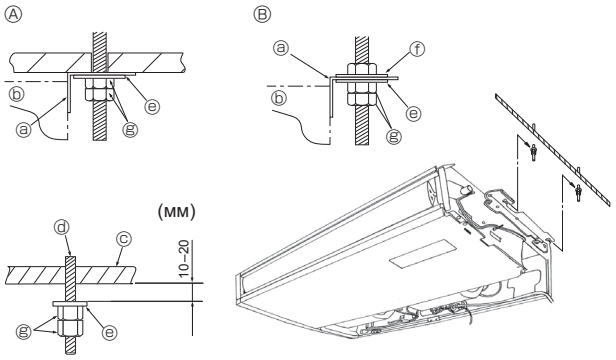

Fig. 3-5
3.3. Установка внутреннего прибора (Fig. 3-5)